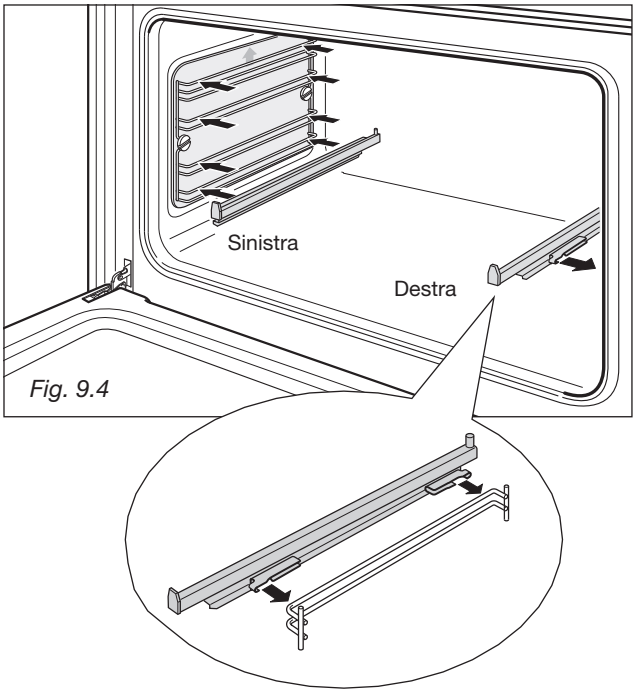

Fig. 9.4
– Posizionare correttamente le slitte scorrevoli sul rebbo superiore dei telai laterali e premere (Fig. 9.4); si avvertirà lo scatto di aggancio delle clips al rebbo.